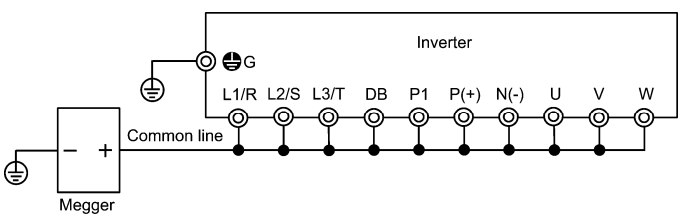

Figure 7.2 Main Circuit Terminal Connection for Megger Test
3) Connect the main circuit terminals with a common line as shown in Figure 7.2.